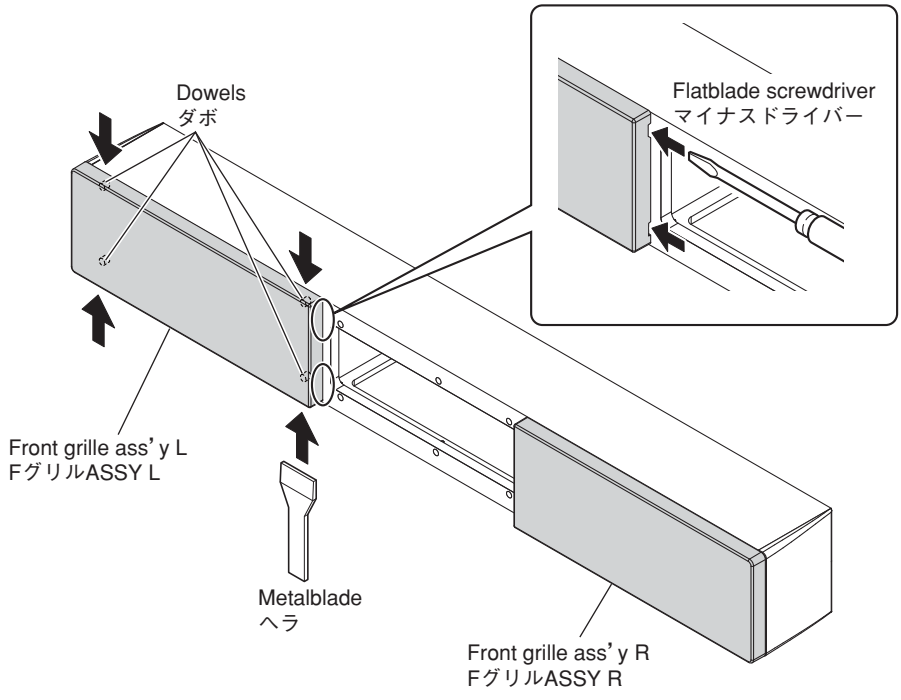

Fig. 3
d. Remove the frame main. (Fig. 3)
a. First, insert a flatblade screwdriver at 4 dowel positions and push up the front grille ass'y. (Fig. 3)
b. Next, using the metalblade or the like, push the front grille ass'y upward until it comes off. (Fig. 3)
a. 最初にマイナスドライバーを 2 箇所のダボ位置へ差し込み、F グリル ASSY を押し上げます。(Fig. 3)
b. 次にヘラ等を使い、徐々に上面へ押し上げて、F グリル ASSY を取り外します。(Fig. 3)